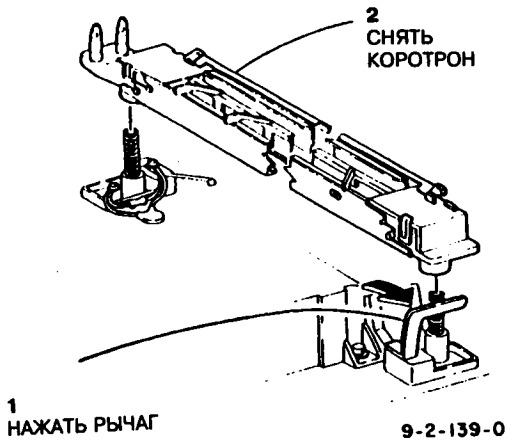

Рис.1 Снятие узла коротрона переноса/отделения
2. Снять узел коротрона переноса/отделения (рис.1).